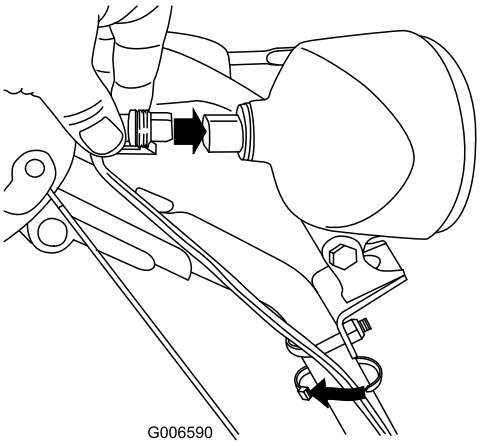

Figur 60
6. Sæt ledningsstikket ind bag på forlygten, indtil det sidder korrekt fast (Figur 60).